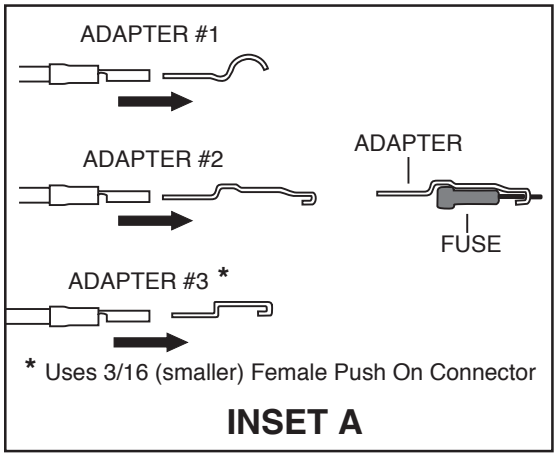

fig. 1
3. Run a length of air line from the tee you just installed to the tee fitting that connects the air shocks together. Install the elbow adapter fitting shown in Figure 1. Now secure (thread) the adapter onto the inflation valve of the air shock tee fitting - finger tight - DO NOT OVERTIGHTEN.
3. Connect the fused wire assembly to the other terminal on the ON/OFF switch and route it to the vehicle’s fuse box. Use a test light to determine which open terminal (accessory, etc.) works only when the key is in the “on” or accessory position. The terminal should have an amperage rating equal to or higher than the 15A in-line fuse. Connection to the fuse terminal will depend on what type of fuse your vehicle uses. If your vehicle uses the barrel type fuse, use adapter #1. If you have the standard spade type fuses, use adapter #2. Many late model vehicles use a smaller spade type fuse which requires adapter #3 - see Inset A on Figure 1.